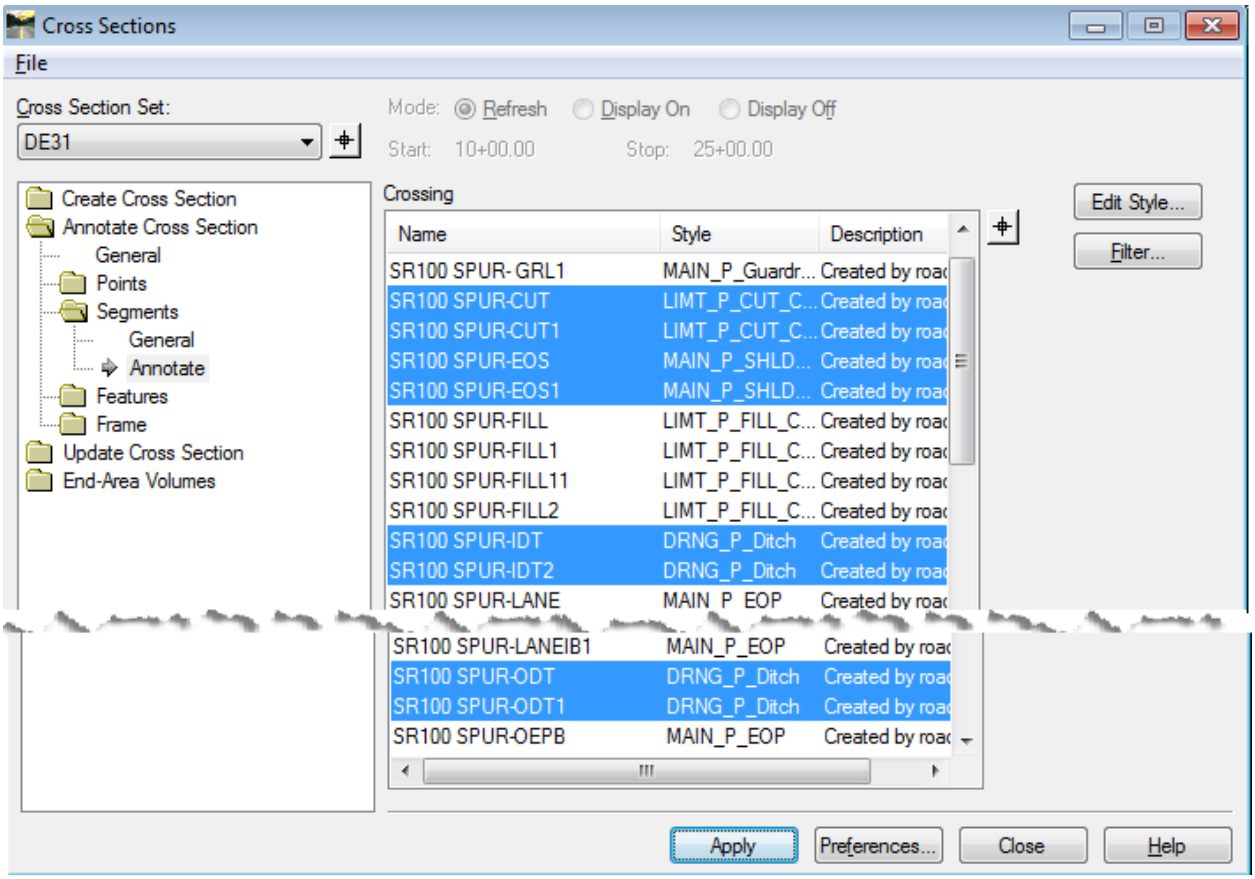
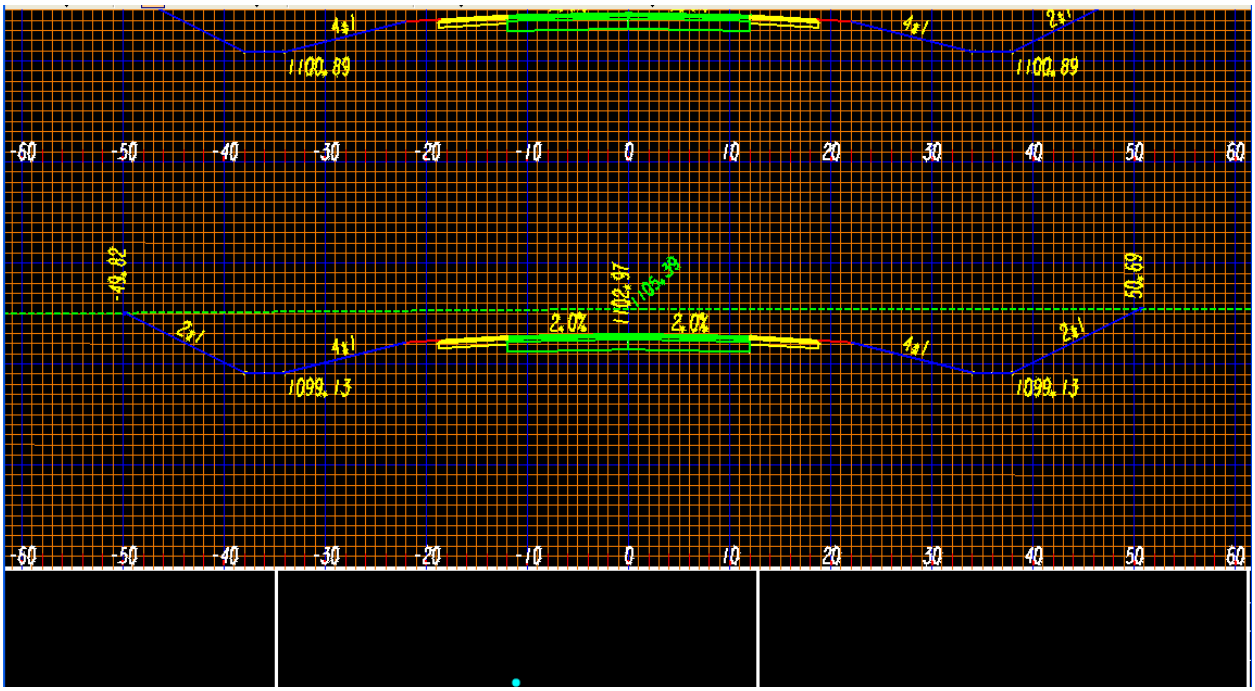

Figure L9-40 Annotate Cross Section
Figure L9-41 MicroStation View Window
66.	**Annotate the Front and Back Slopes.** • In the **Cross Sections** dialog, verify the eight Features listed here were selected in the previous steps. They should be highlighted in blue in the **Cross Sections** dialog as shown in *Figure L9-40*. ▪ **SR100 SPUR-CUT** ▪ **SR100 SPUR-IDT** ▪ **SR100 SPUR-CUT1** ▪ **SR100 SPUR-IDT2** ▪ **SR100 SPUR-EOS** ▪ **SR100 SPUR-ODT** ▪ **SR100 SPUR-EOS1** ▪ **SR100 SPUR-ODT1** • Click **Apply** but do **not** close the **Cross Sections** dialog. • Verify the Front and Back Slopes were annotated as shown in *Figure L9-41*.